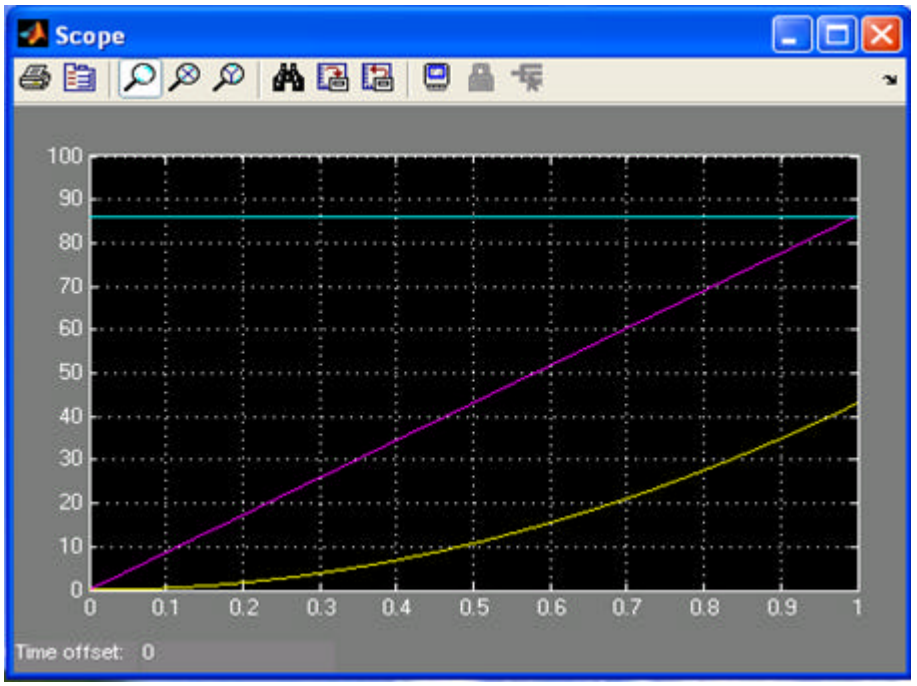

Figura 1.3: Resultados de la simulación paso1
- Una vez que la simulación está terminada, haga doble clic en la caja del osciloscopio. El resultado debe ser como el de la figura 1.3.